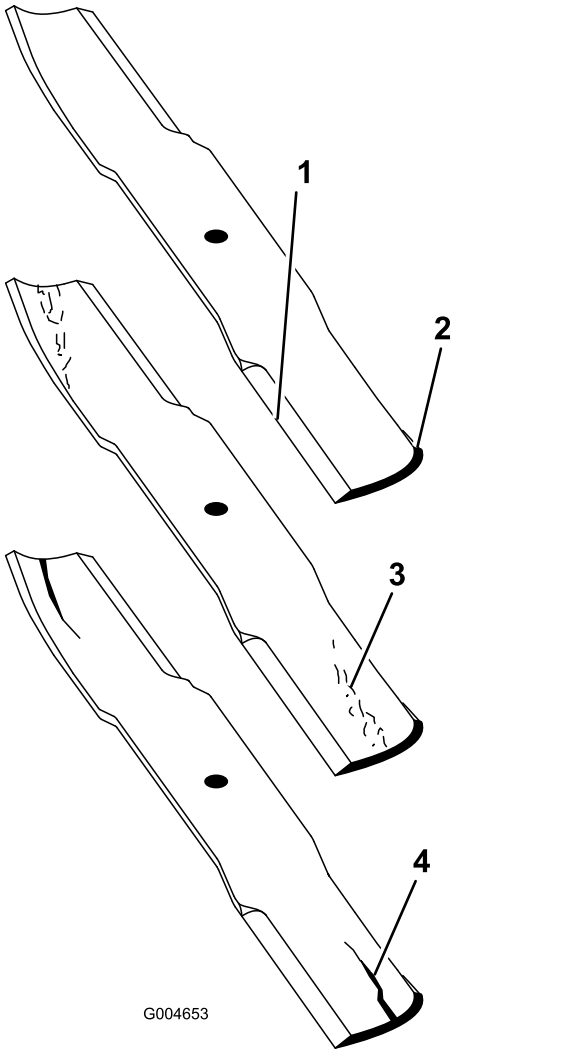

Figuur 25
2. Controleer nauwkeurig de uiteinden van het maaimes, in het bijzonder op de plaats waar het platte en het gebogen deel samenkomen (Figuur 25).
Opmerking: Omdat het metaal dat het platte en het gebogen deel van het mes verbindt, kan wegslijten door zand en ander schurend materiaal, moet u dit steeds controleren voordat u de maaier gaat gebruiken. Als u slijtage (Figuur 25) ziet moet u het mes vervangen.